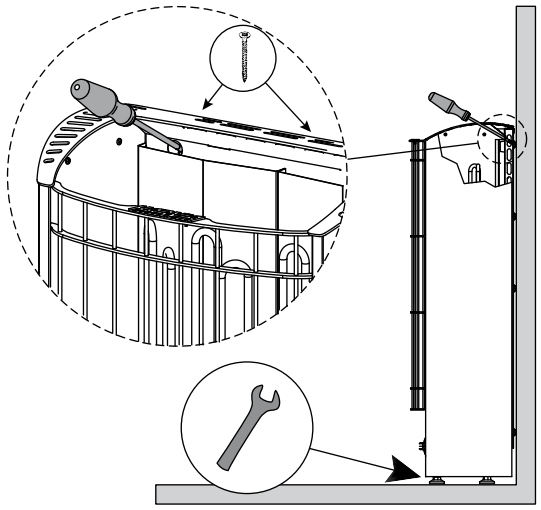

Рисунок 8. Установка каменки
3.3. Установка каменки (рис. 8)